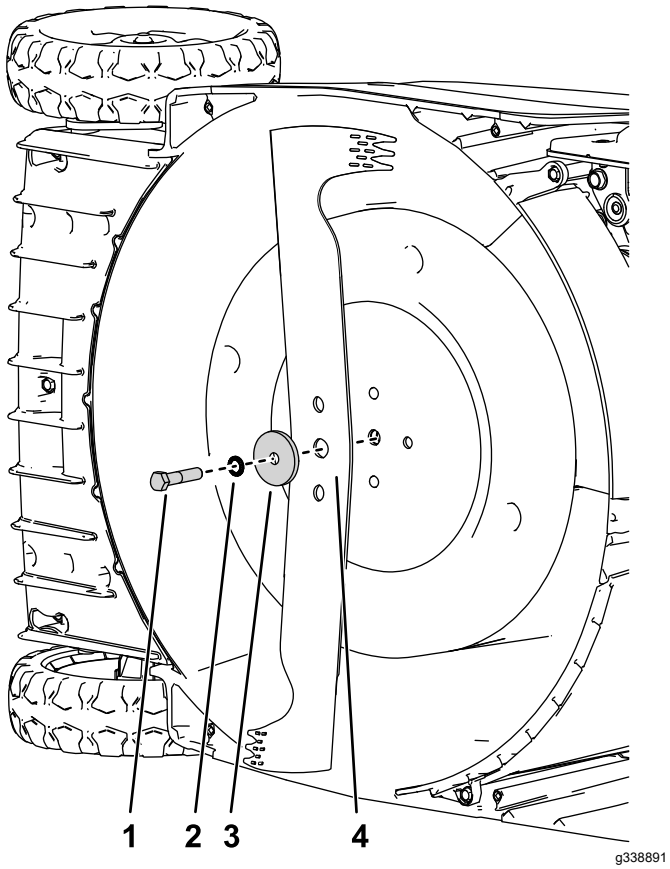

Rysunek 26
5. Zamontuj nowe ostrze i wszystkie elementy mocujące (Rysunek 26).